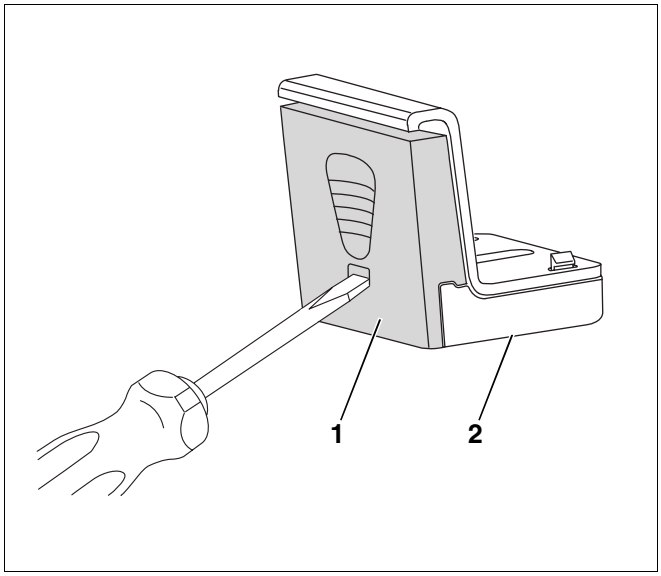

Afb. 46 Afstandsschragen losmaken
- Maak de kunststof bovendelen (afb. 46, **pos. 1**) van de afstandsschragen (afb. 46) voor de collectorhouders met een schroevendraaier of een sleutel voor cylindrische schroeven los.
Voor de montage van de SKS-collectoren heeft u enkel de kunststof onderdelen (afb. 46, **pos. 2**) van de afstandsschragen nodig. Die ondersteunen de collectorkader.